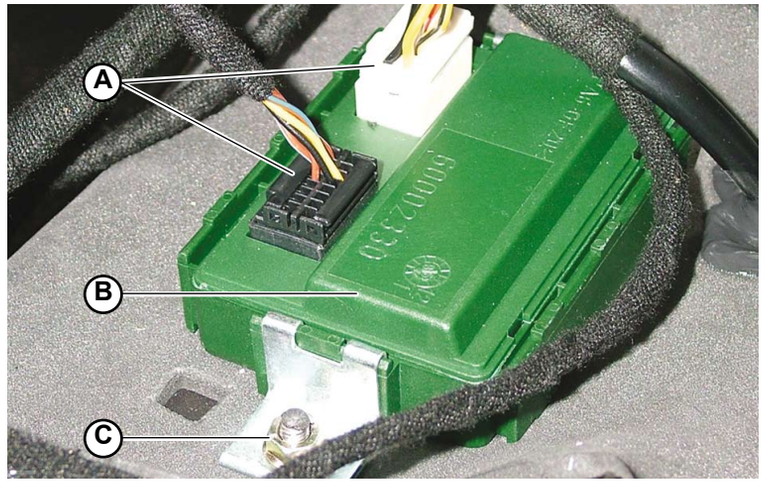

Fig.3
1. Disconnect the control unit (**B-Fig.3**) connections (**A-Fig.3**).
2. Unscrew the control unit fixing screw (**C-Fig.3**).